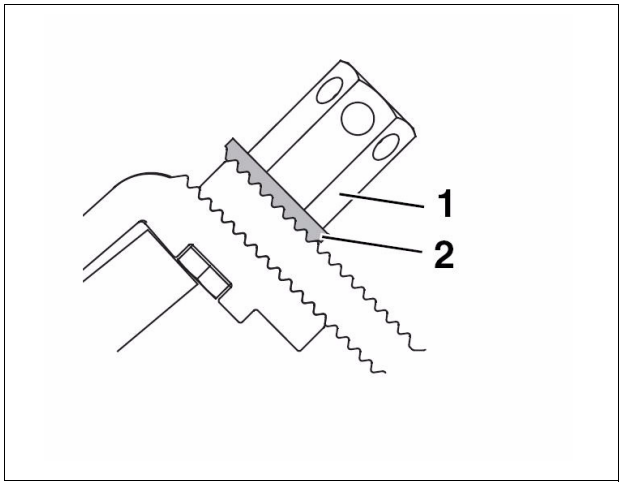

Fig. 17 Toothed washer must engage with the toothed hook when tightening the nut
- Tighten the long hex-nut (Fig. 17, [1]). To do this, insert the size 5 Allen wrench into the hole in the hex- nut and turn.